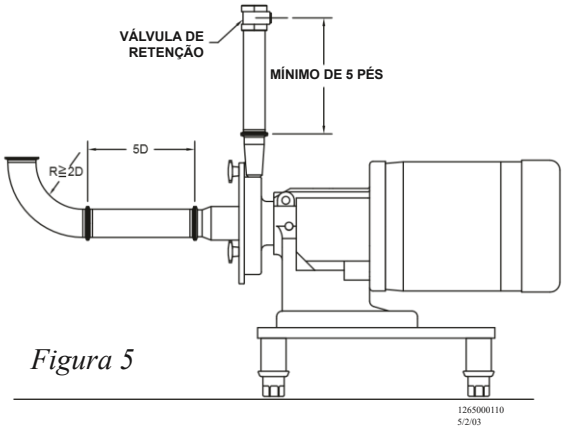

Figura 5
- A Evite curvas na linha de sucção, se possível. Quando forem necessárias, devem estar localizadas a uma distância de 5 diâmetros de tubulação da entrada da bomba e ter um raio de curvatura maior que 2 diâmetros de tubulação (*Figura 5*).
- Válvulas de retenção na linha de descarga devem estar a no mínimo 5 pés (1,52 metros) da saída da bomba (*Figura 5*).